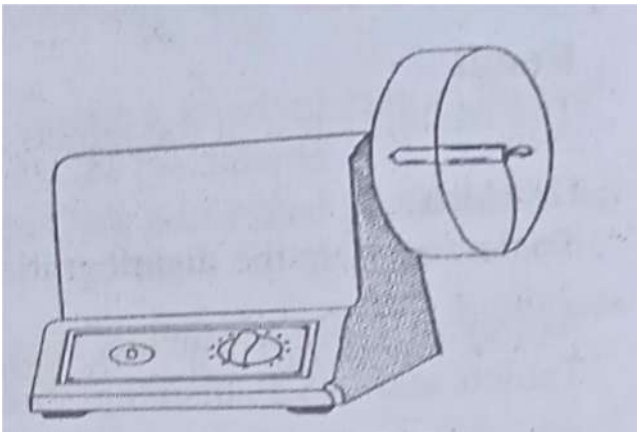

Figure 12: Roche Friabilator
Fnability of a tablet can be determined in laboratory by Roche Friabilator (figure 12) This consists of a plastic chamber that revolves at 25rpm The tablets are dropped from a distance of 6 inches in the friabilator which is then operated for 100 revolutions. The tablets are reweighed and friability (F) is calculated as: